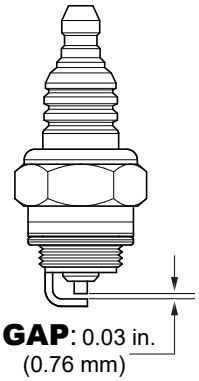

Figure 64. Spark Plug
1. Remove the spark plug (Figure 64) and clean it with a wire brush if it is to be reused. Replace the spark plug if the insulator is cracked or chipped.
2. Using a feeler gauge, adjust the spark plug gap (Figure 64). The gap should measure 0.03 inch (0.76 mm).